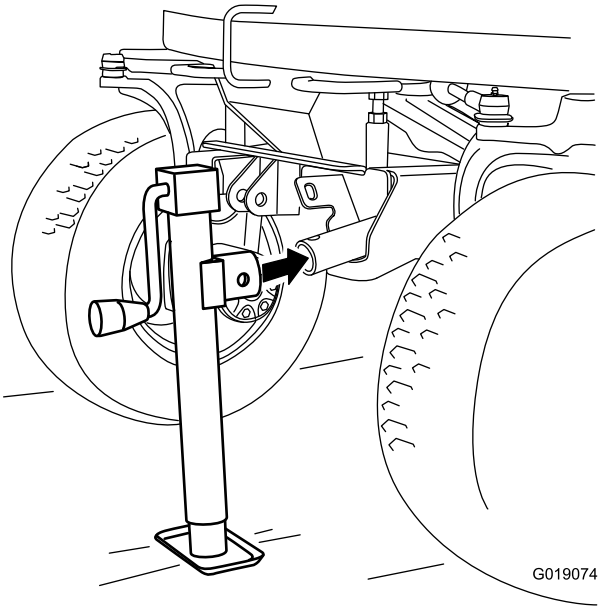

Figure 6
2. Montez le moyeu du cric sur celui du support du cric (Figure 6).